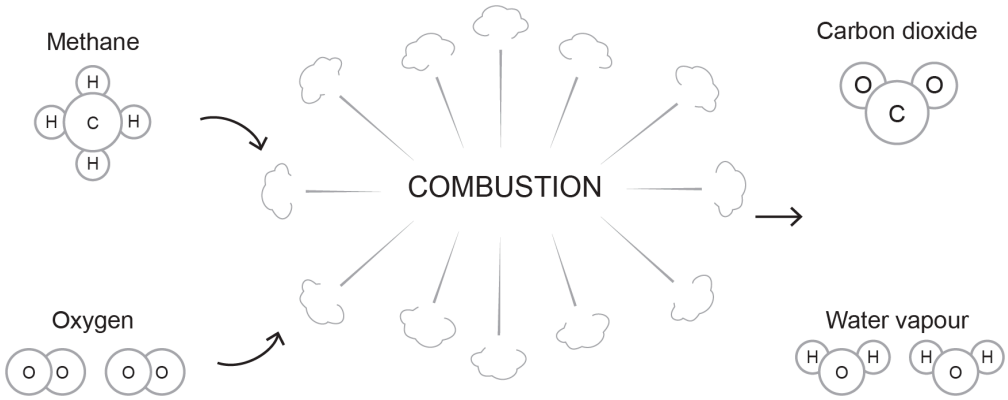

Figure 2 *Combustion of methane and oxygen. (Skilled Trades BC, 2021) Used with permission.*
- **incomplete combustion:** Occurs when there is insufficient oxygen for the fuel to burn completely, producing hazardous byproducts like carbon monoxide (CO), soot, and aldehydes. (Section A-3.1)
- **primary air:** The portion of combustion air mixed with the fuel gas before ignition, typically one-third of the total combustion air. (Figure 2, Section A-3.2)
Figure 2 illustrates the chemical combustion of natural gas (methane) and oxygen.
Notice that, compared to Figure 2, we have now introduced nitrogen into the combustion process. Nitrogen is an inert gas that remains stable and will not chemically react, provided that the temperatures are not too high. Nitrogen does increase the total volume of flue gas, thereby absorbing some of the heat produced by the reaction. At high